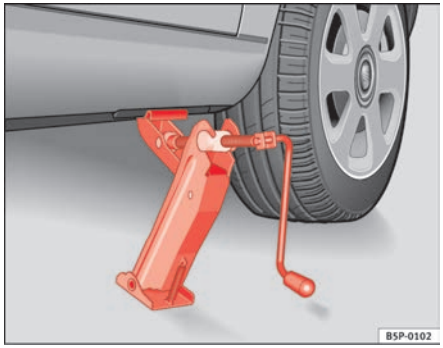

Fig. 177 Fitting the jack
– Align the jack so that the arm of the jack fits around the rib under the door sill and the movable base plate of the jack is flat on the ground ⇒ fig. 177.